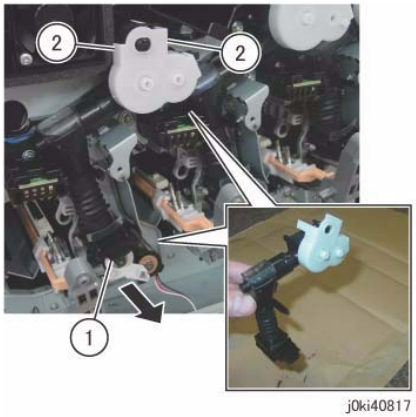

Figure 10 Remove the Dispenser Pipe (k)
14. Remove the Dispenser Pipe (K). (Figure 10)
a. Pull the joint section between the Dispenser Pipe (K) and the Guide Assembly (K) towards you.
b. Release the hooks (x2) and remove the Dispenser Pipe (K).